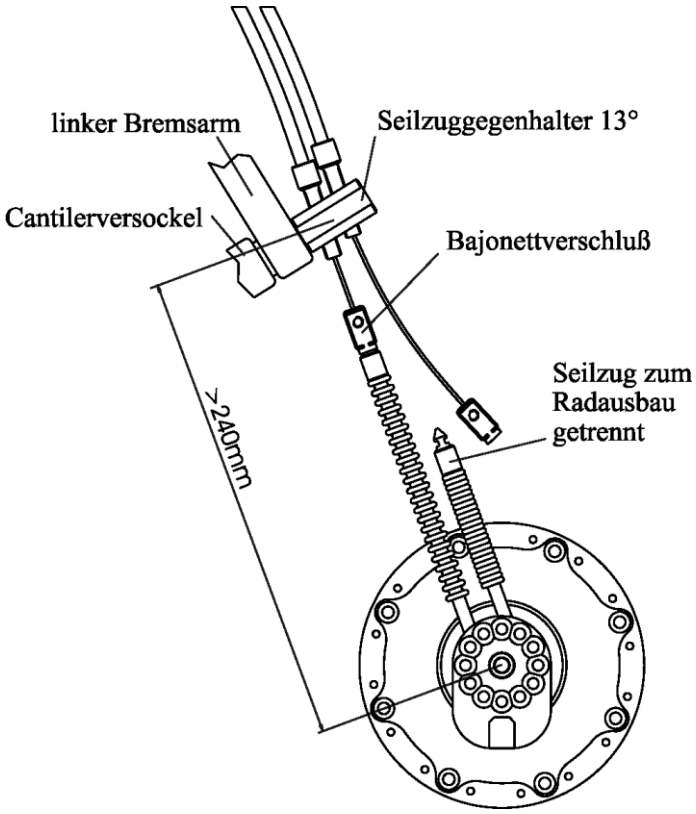

Bild 17: Interne Schaltansteuerung über (Cantilever) Bremssockel mit OEM Achsplatte.
Es ist darauf zu achten, dass das Maß von 32 - 0,5 mm **unbedingt** eingehalten wird, damit bei einer eventuellen Montage der externen Schaltbox diese noch nach vorn montiert werden kann (vgl. Bild 17). Es kann sowohl die Schnellspannachsversion (CC), als auch Schraubachsversion (TS) eingesetzt werden.
Das externe Schaltgehäuse muss so positioniert sein, dass eine optimale Zugführung gewährleistet ist. Die Positionierung erfolgt in 30 Grad Schritten und ermöglicht so eine optimale Anpassung. Bei vollgefederten Fahrrädern sollte darauf geachtet werden, dass die Zugverlegung möglichst so nah, wie möglich durch den Drehpunkt erfolgt. Dadurch muss der Schaltzug keinen unnötigen Längenausgleich vornehmen. Bei der Externen Schaltzugsteuerung (EX) empfiehlt sich die Zugverlegung in der Regel über das Unterrohr und der Kettenstrebe (vgl. Bild 17 *Rohloff SPEEDHUB 500/14* CC DB OEM, bzw. *Rohloff SPEEDHUB 500/14* TS DB OEM).